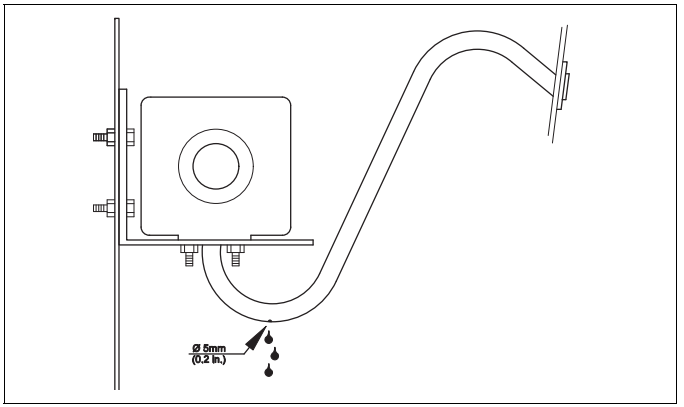

Afb. 26 Verbrandingsluchtaanzuigleiding niet in vaarrichting
▶ Breng de afvoeropening overeenkomstig Afb. 26 op het diepste punt aan.